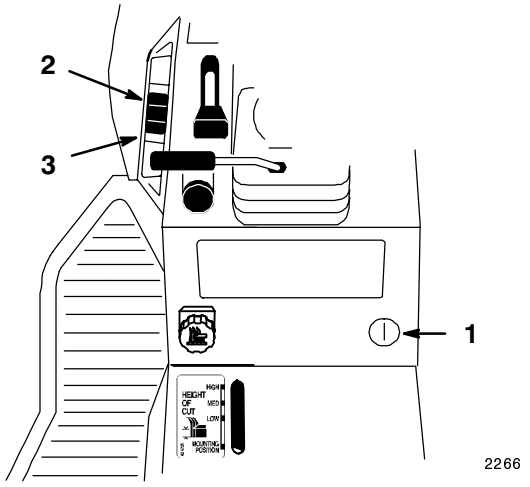

Figure 16
Le relevage hydraulique d'accessoires (en option sur certains modèles) (Fig. 16) s'utilise pour lever et descendre les accessoires.
1. Tourner la clé de contact en position de marche "RUN" (Fig. 16).
2. Pousser le commutateur de relevage du côté "HAUT" (Fig. 16) pour soulever l'accessoire et le maintenir en position relevée.
2. Pousser le commutateur de relevage du côté "BAS" (Fig. 16) pour descendre l'accessoire.